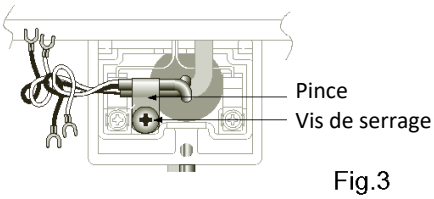

Fig.3
11. Desserrer la vis de serrage et fixer les fils à l'aide de la pince. La pince se trouve dans la boîte avec le régulateur de température. S'assurer que la longueur des fils est suffisante. Il ne doit pas y avoir de tension dans les fils. (Fig. 3)